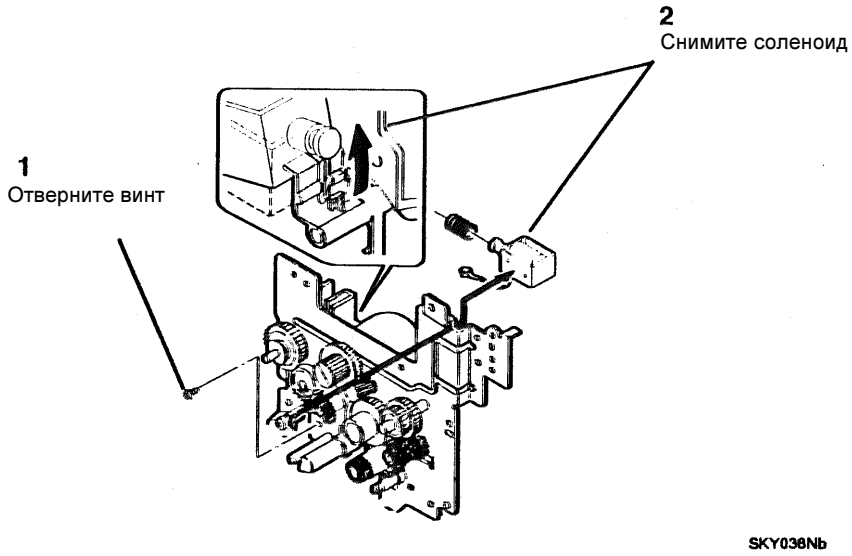

Рисунок 1. Снятие соленоида подачи бумаги
2. (Рисунок 1): Снимите соленоид подачи бумаги.